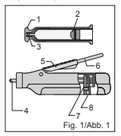

Fig. 1/Abb. 1
7. Sliding block 8. Piston release (Fig. 1)
8. Freigabehebel (Abb. 1)